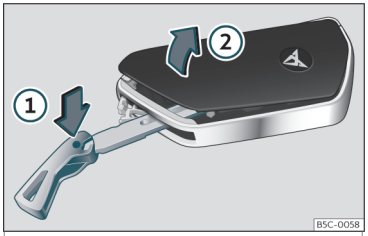

Fig. 68 Vehicle key: opening the battery compartment cover.
- Insert the key blade into the slot››› **Fig. 68**, press it in the direction of arrow ① and detach the cover by levering it ②.